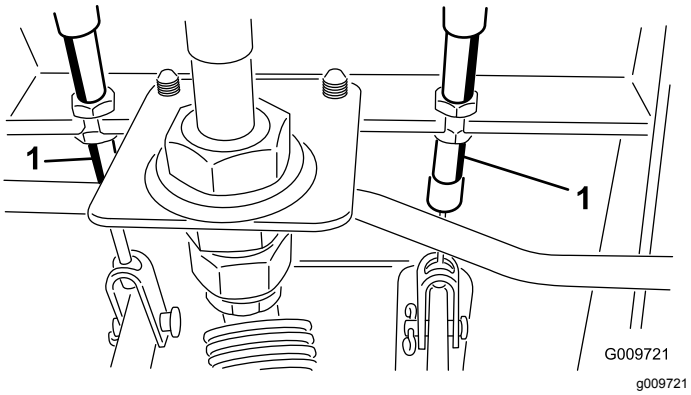

Figuur 97
A. Draai de voorste moer op het draadeinde van de remkabel los (Figuur 97).